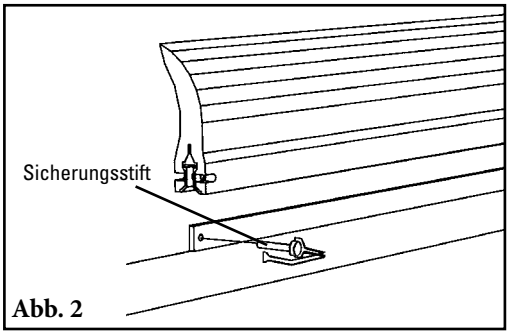

Abb. 2
3. **Montageplatten einbauen.** Montieren Sie die Montageplatten mit den beigefügten Schrauben an den Übergabetrichter. Zentrieren Sie die Platten in den Langlöchern und ziehen Sie die Schrauben an (Abb. 2).
2. **Das verschlissene Abstreifblatt entfernen.** Einen der Sicherungsstifte entfernen und das Blatt von der Steckachse ziehen (Abb. 2). Die Steckachse von losem Material reinigen.